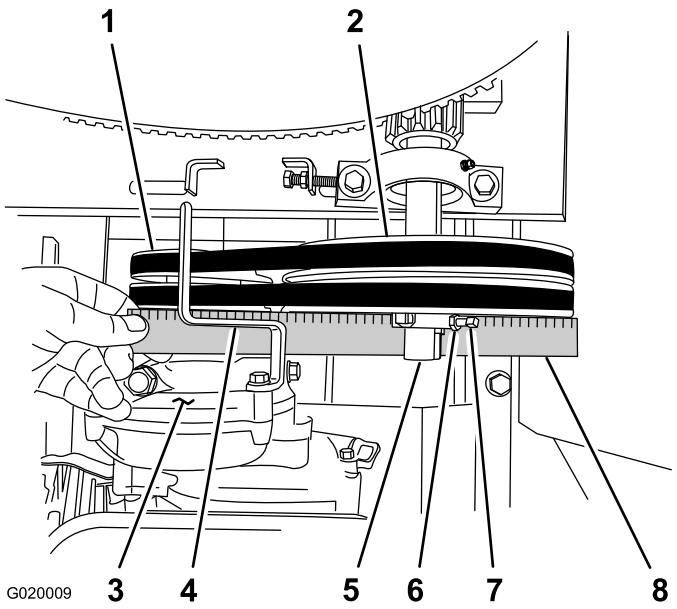

Figura 72
D. Coloque una regla sobre la polea del motor y la polea tensora (Figura 72).
E. Si es necesario, gire el motor sobre la chapa del motor hasta que la polea del motor y la polea tensora estén alineadas con la regla (Figura 72).